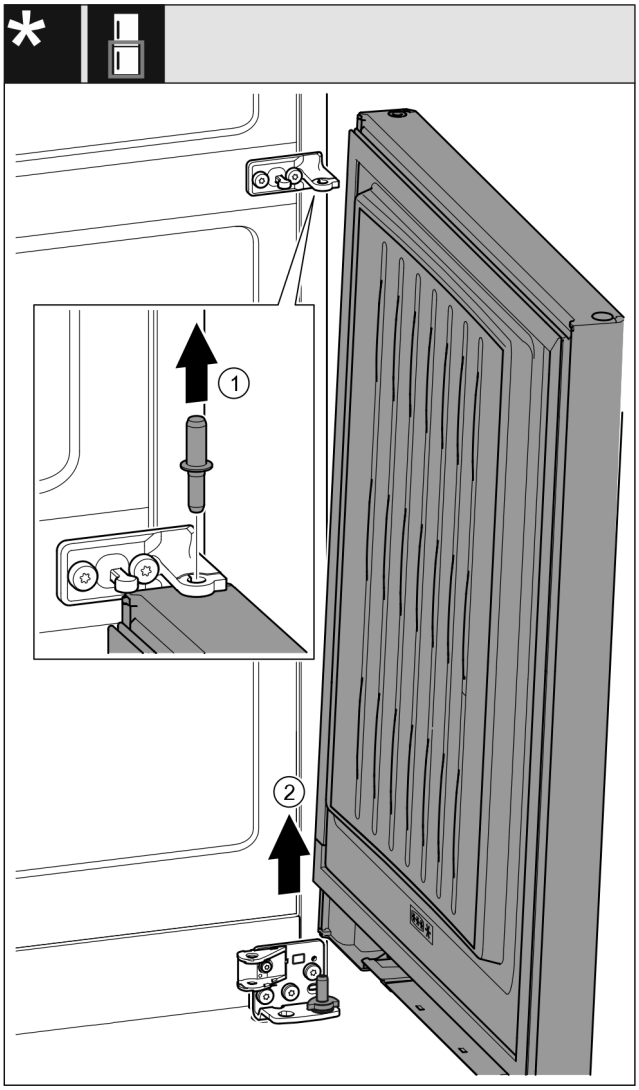

Fig. 32 Mit Schließdämpfer*
▶ Bolzen *Fig. 32 (1)* nach oben herausziehen.*
▶ Tür *Fig. 32 (2)* herausschwenken, nach oben ziehen und beiseitestellen.*